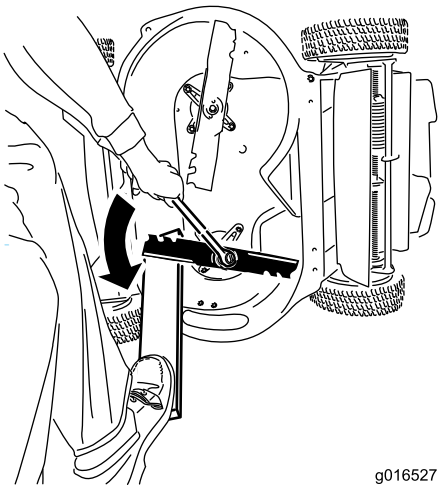

Figuur 32
1. Gebruik een houten blok om de messen te ondersteunen en draai de mesbout linksom zoals getoond in Figuur 32.